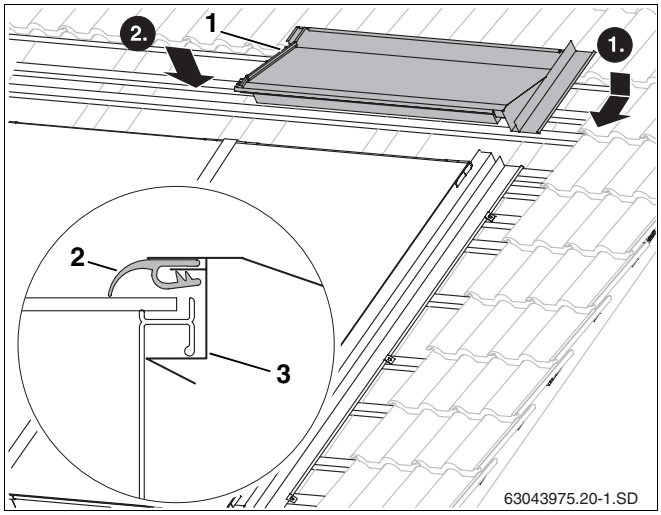

Abb. 56 Oberes rechtes Abdeckblech
- Das rechte obere Abdeckblech (Abb. 56, **Pos. 1**) in das rechte seitliche Abdeckblech einführen .
- Durch Druck oben auf das Abdeckblech rastet das Blech unter die Griffmulde des Kollektorrahmens (Abb. 56, **Pos. 3**).
- Die Gummilippe (Abb. 56, **Pos. 2**) oben auf den Kollektor legen und vorziehen.